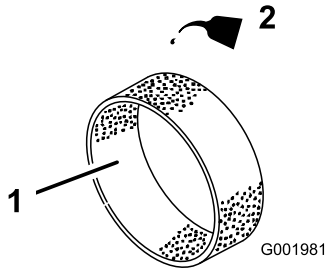

**Figur 25**
4. Kom ca. 30-60 ml olie på indsatsen (Figur 25).